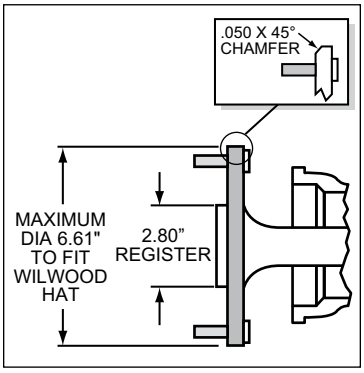

Figure 2. Axle Flange Maximum Dimension
- Axle center register diameter is 2.80”, Figure 2. This kit uses Wilwood’s removable center register adapters. Rotors can either be centered on the axle register, i.e. *register-centric* or centered on the wheel studs, i.e. *stud-centric.* Due to variations in wheel stud final diameters, *register-centric* centering can be a more accurate method of centering the rotor to the axle. Wilwood offers various diameter adapters for purchase in addition to the ones supplied in this kit, see Table 1.
- Maximum axle flange diameter must be no larger than 6.61” w/.050” x 45° chamfer, Figure 2.